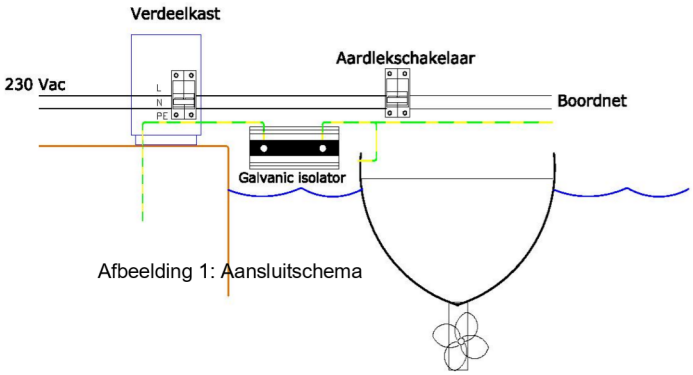

Afbeelding 1: Aansluitschema
2.3. Verbind de galvanische isolator met de groene (veiligheids-) aarddraad, zoals aangegeven in afb. 1.